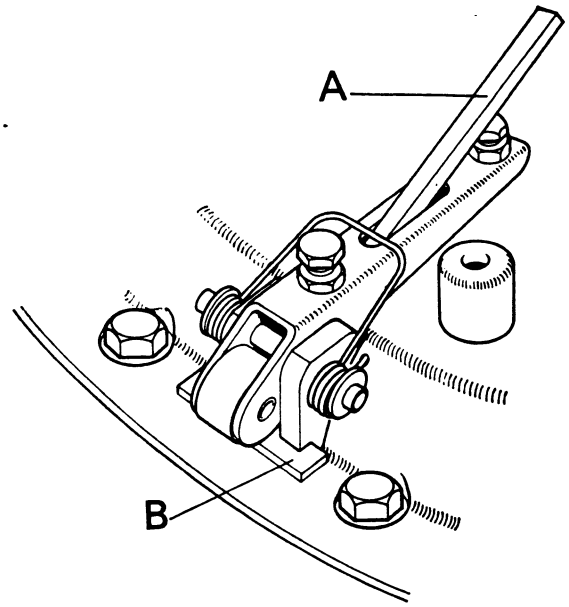

Figure 17.
11. Before removing clutch from baseplate, replace transit blocks — $\frac{3}{32}$ in.×$\frac{1}{2}$ in.×2 in. (2·38×12·7×50·8 mm) — between cover and pressure plate at the heel of release levers to prevent thrust springs expanding too far as shown in Fig. 17.